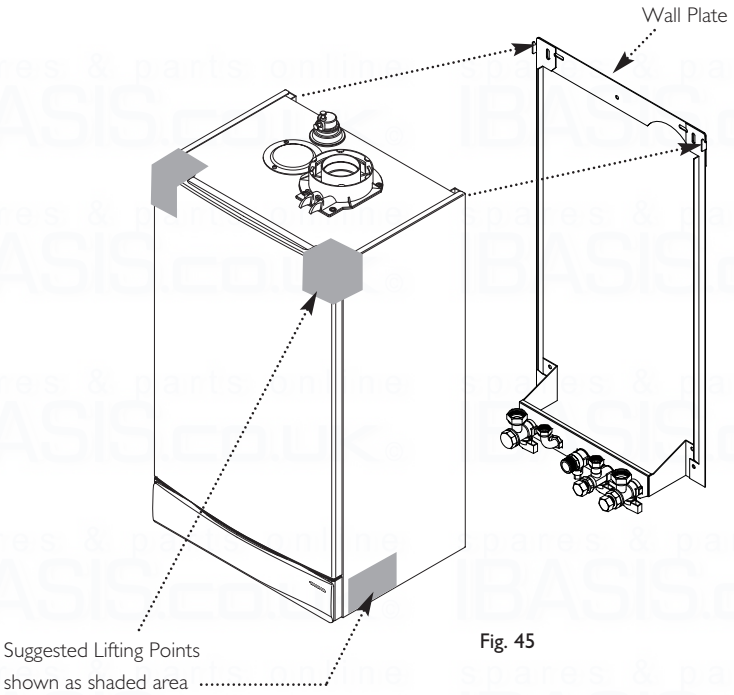

Fig. 45
1. Lift the boiler using the Lifting Points as shown by the shaded areas (Fig. 45). The boiler should be lifted by TWO PEOPLE. Engage the slots at the top rear of the boiler on the wall plate (Fig. 45) (see **Safe Manual Handling** page 5).